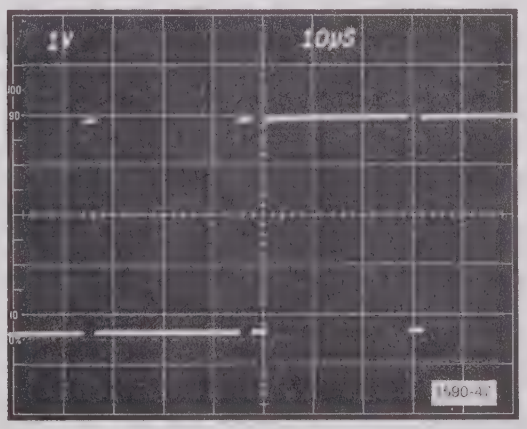

Fig. 6-2. Sync pulse width.
f. Trigger the Test Oscilloscope on the negative going slope to display the waveform shown in Fig. 6-2.